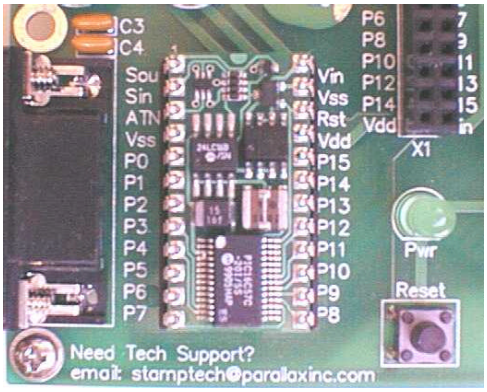

Figure 1.12: BASIC Stamp 2 inserted into its socket on the BOE.
Figure 1.12 shows the BASIC Stamp 2 mounted in its socket on the BOE. The BASIC Stamp has a half-circle printed in the center of its top edge. This is meant to serve as the reference notch common on many integrated circuits. When placing the BASIC Stamp in its socket on the BOE, make sure this half-circle is closest to the Sout and Vin labels. As a second check, make sure the largest black chip with the label PIC16C57C is at the bottom, between the P7 and P8 labels.
- If your BASIC Stamp and BOE were packaged separately, plug the BASIC Stamp into its socket on the BOE as shown in Figure 1.12. Make sure the pins on the BASIC Stamp line up with the holes in the socket, then press down firmly on the BASIC Stamp with your thumb. The BASIC Stamp's pins should sink into socket holes by about a quarter-inch.